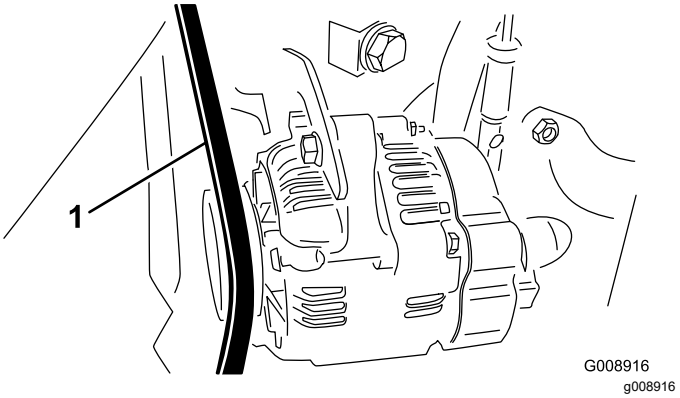

Figuur 71
2. Controleer de spanning door de riem van de wisselstroomdynamo/ventilator midden tussen de poelies van de wisselstroomdynamo en de krukas in te drukken met een kracht van 30 N·m (Figuur 71).